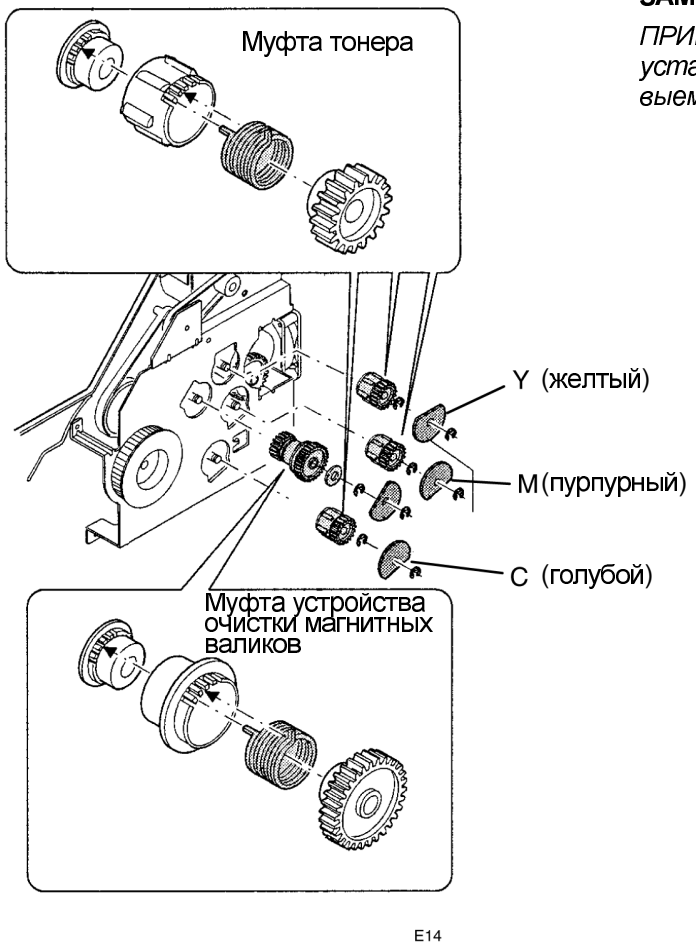

Рисунок 1. Снятие муфт
2. (Рисунок 1): Снимите крышку соответствующей муфты и снимите муфту.